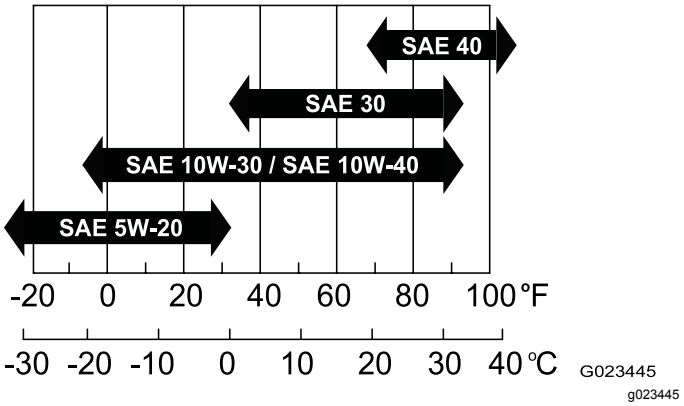

Figur 37
- **Viskositet:** SAE 30; se følgende diagram for andre viskositeter (Figur 37):